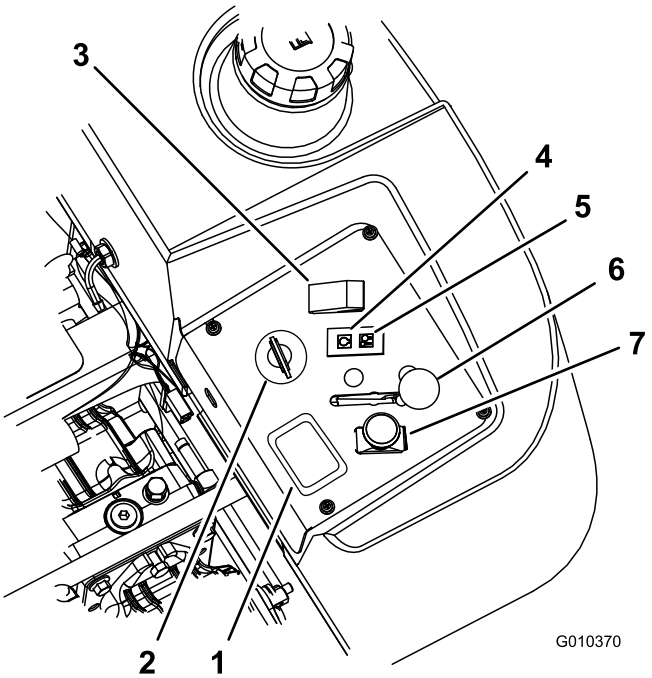

Figuur 12
4. Schakel de aftakas uit (Figuur 12).